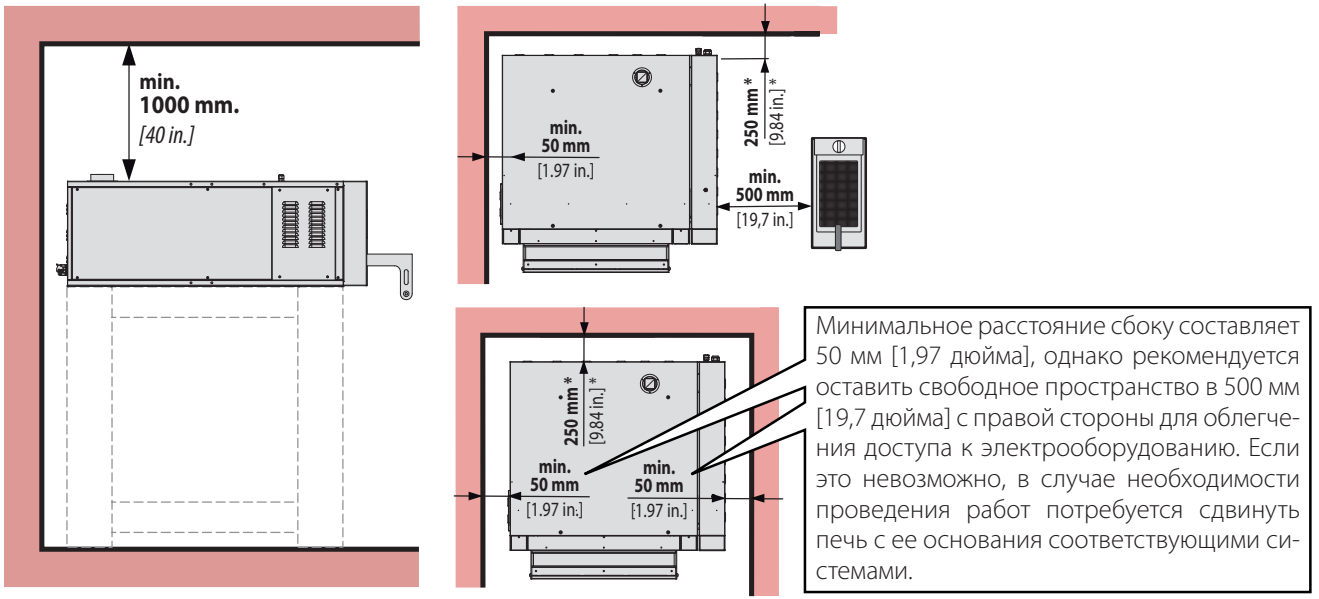

Рис.4.
- могут строго соблюдаться следующие минимальные расстояния печи от **стен,** другого **оборудования**, **горючих предметов** и **материалов** ▶ Рис.4. :